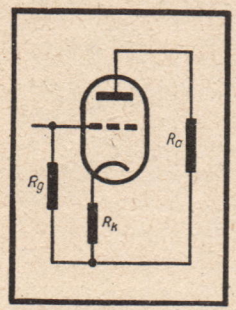

Abb. 93.
a) Strom-Gegenkopplung (Abb. 93).